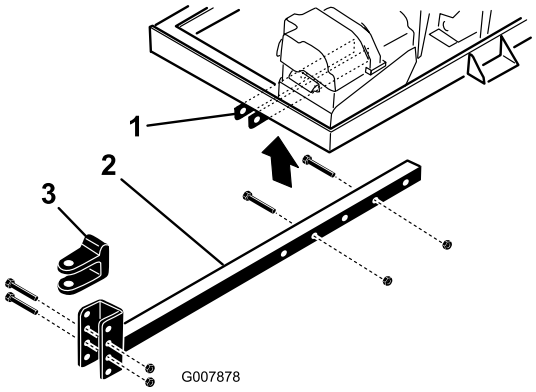

Figuur 4
2. Plaats de trekhaakbuis in de framesteunen (Figuur 4). Bevestig de buis aan het frame met 2 bouten (3/8 x 3 inch) en flensmoeren (3/8 inch).
- Verwijder de bouten en sluitmoeren waarmee de trekhaak is bevestigd (Figuur 4) aan de trekhaakbuis.
- Verwijder de bouten en de moeren waarmee de trekhaakbuis is bevestigd aan de framesteunen (Figuur 4).